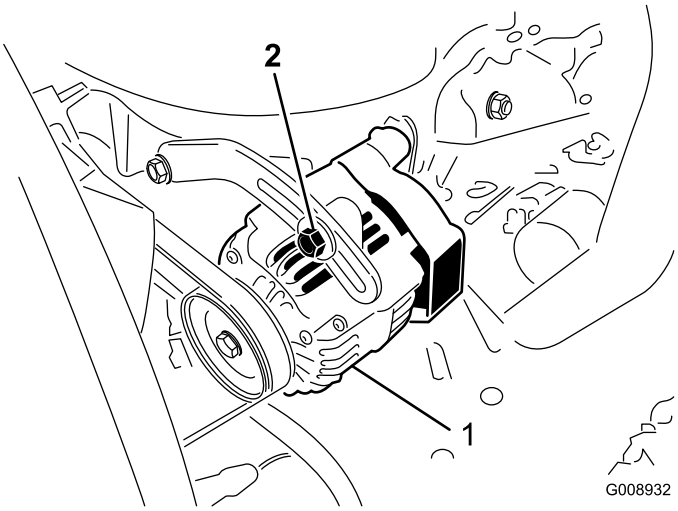

Rysunek 49
2. Jeżeli ugięcie nie wynosi 10 mm, poluzuj śruby mocujące alternator (Rysunek 49).